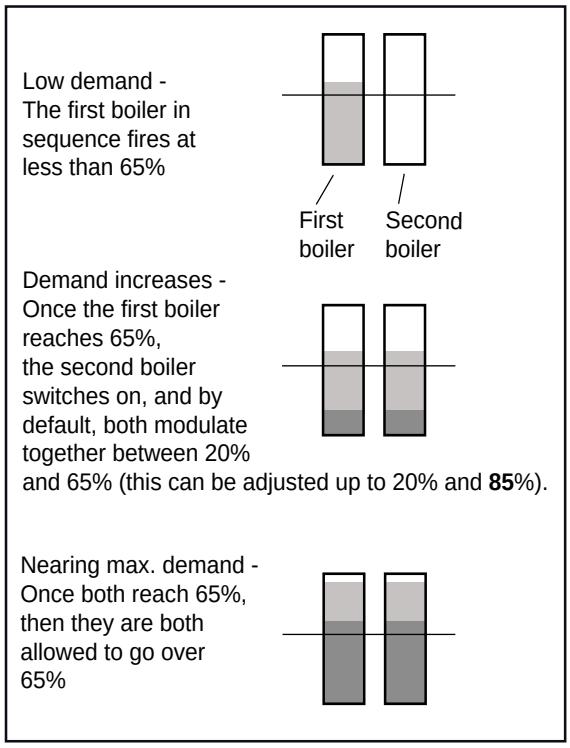

Figure 40. Lead Lag Operation, 2 boilers.
- If the heating demand increases so that the firing rate of that first boiler rises to your boiler configurations Base Load Value **(see Figure 40 or Figure 42)**, the next boiler in the sequence will start up and begin firing at 20 to 35% fan speed (depending on your configuration). After this, the entire configuration of boilers will modulate up or down together, in reaction to the changes in demand.